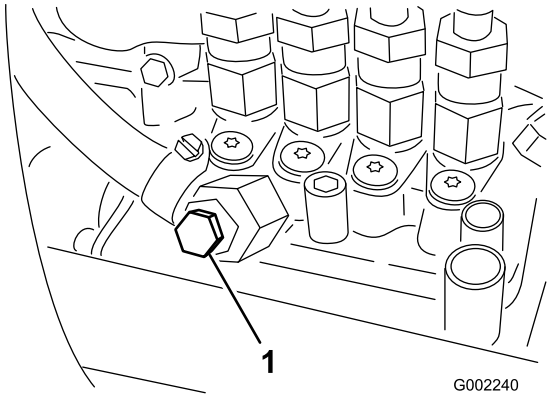

Figur 44
7. Åbn udluftningsskruen på brændstofindsprøjtningspumpen (Figur 44).